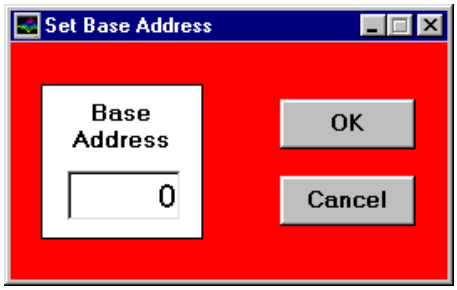

Figure 2-2: Set base address window
- Double click on the ***Set Base Address block***. If your data acquisition board address agrees with the default value then accept it. Otherwise type the address that you set on the PCL812 board during the installation (Figure 2-2)